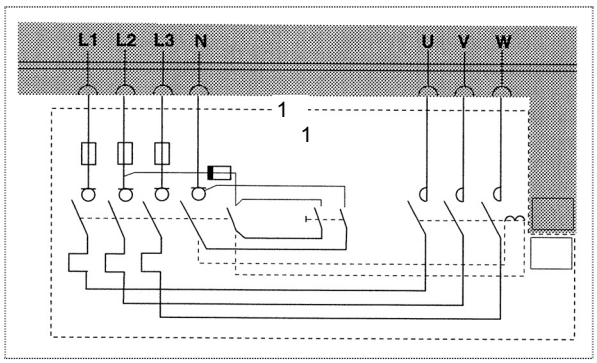

Рисунок 3-8: Цепь управления
- Проведите тестирование, используя обычную цепь управления, см. Рисунок 3-8